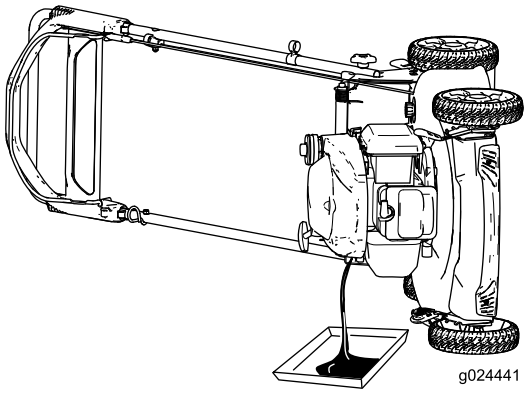

Figura 21
4. Coloque la máquina de lado con la varilla de aceite hacia abajo para drenar el aceite usado a través del tubo de llenado de aceite (Figura 21).